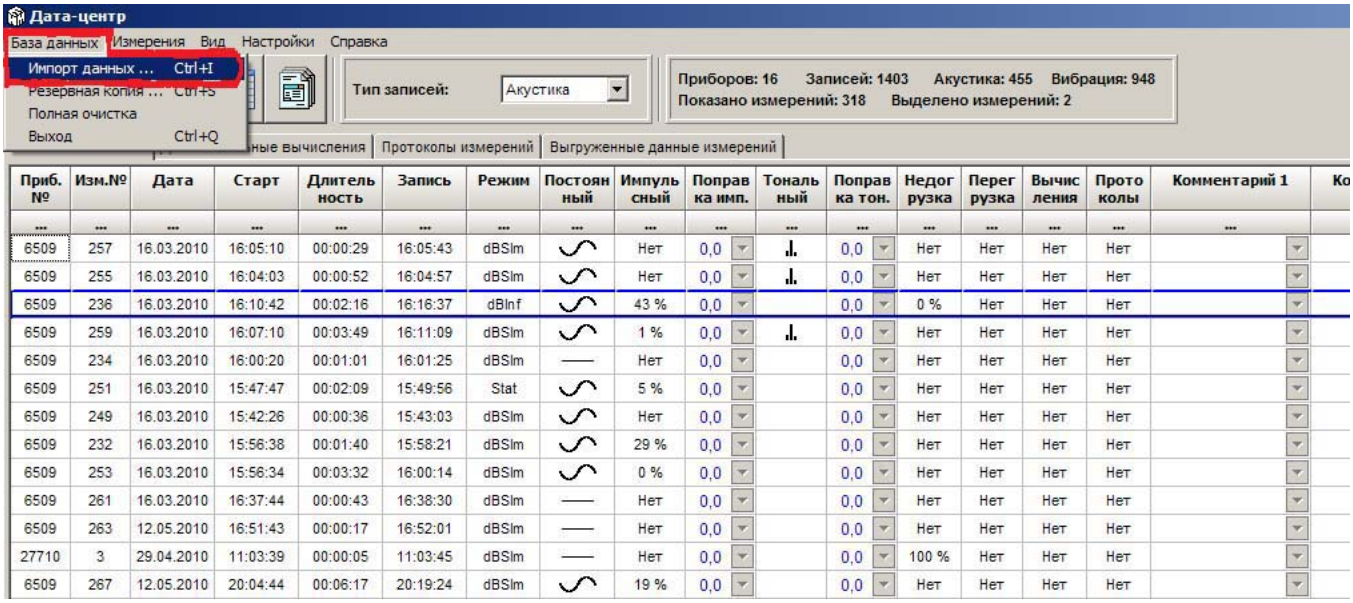

Рис. 2.2 – меню ***«Файл»*** программы
1) через меню ***База данных —› Импорт данных,*** рис. 2.2.